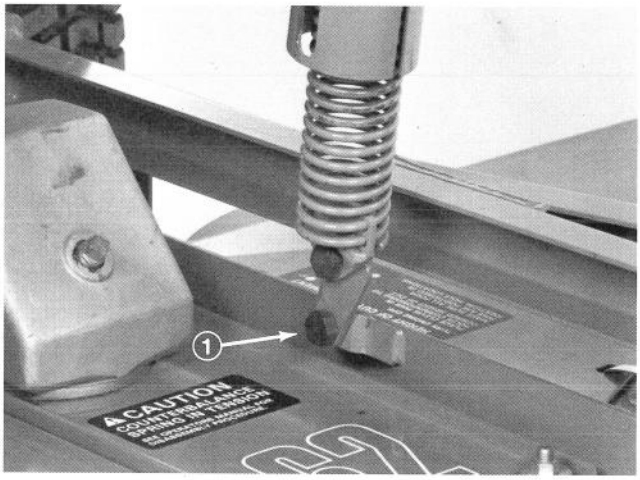

Figure 15
2. Remove the lower shoulder bolt from each weight transfer spring (Fig. 15).